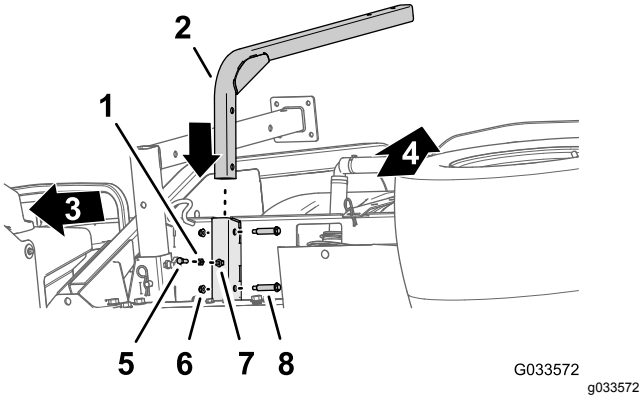

Figur 46
1. Innrett støtterøret til ferskvannstanken med tankstøttekanalen (Figur 46).
2. Innrett hullene i støtterøret med hullene i kanalen (Figur 46).
3. Fest røret til kanalen (Figur 46) med de to skulderboltene (½ x 1-15/16 tommer) og de to flenslåsemutterne (5/16 tomme).
5. Træ låsemutteren (5/16 tomme) inn i bolten (5/16 x 1 tomme) som vist i Figur 46.
6. Træ bolten (5/16 x 1 tomme) og låsemutteren inn i sveisemutteren nederst på tankstøttekanalen, og trekk til bolten og låsemutteren for hånd (Figur 46).